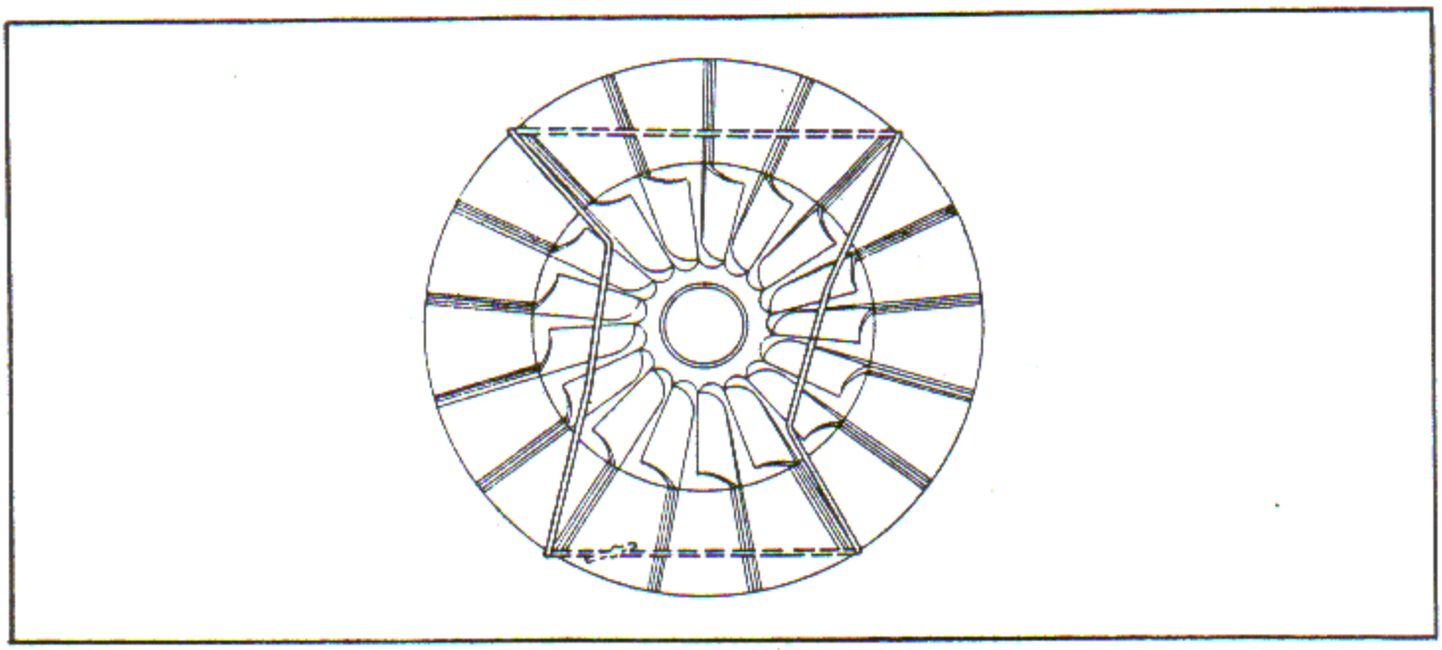

Figure 7-35. Impeller and Inducer Tied Together
c. Tie the inducer and impeller together with heavy cord before heating. Place the cord over five impeller vanes, drawing it down between the vanes and across the front face of the impeller, and looping it over four vanes on the opposite side. See figure 7-35. Draw the cord tight and tie. The cord must pass across the vanes of the impeller and not across the rear face of the hub to preclude interference with the installation.